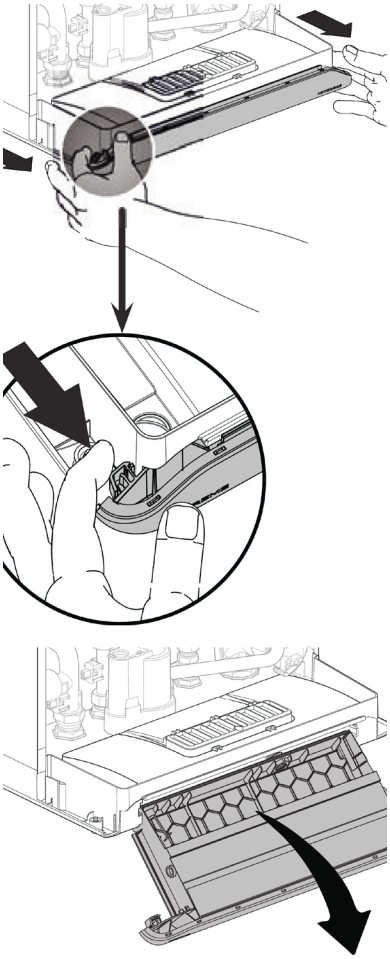

*Figure 34: Pullling out the tray*
1. Pull out the controller as shown in Figure 34.